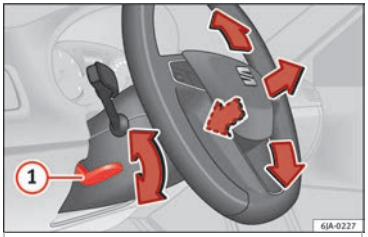

Fig. 14 Lever in the lower left side of the steering column.
Adjusting the position of the steering wheel: Pull the ››› **Fig. 14** (1) lever down, move the steering wheel to the desired position and lift the lever back up until it locks.